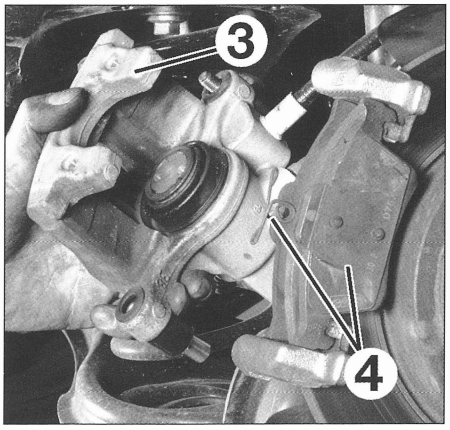

FIG. 16
• Separar la pinza de freno (3) (fig. 16).
• Recuperar las pastillas de freno (4) que han quedado en el soporte de pinza.